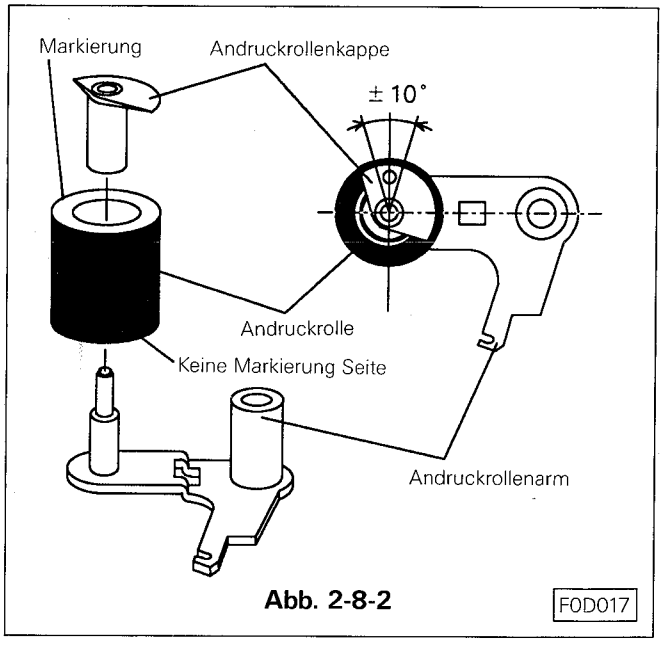

Abb. 2-8-2 F0D017
D. Oberteil von der Andruckrolle entfernen und Andruckrolle entfernen. Siehe Abb. 2-8-2.
A. Setzen Sie die Andruckrolle und das Oberteil der Andruckrolle zusammen, beachten Sie beim Einbau den Winkel für das Oberteil der Andruckrolle. (Siehe Abb. 2-8-2)